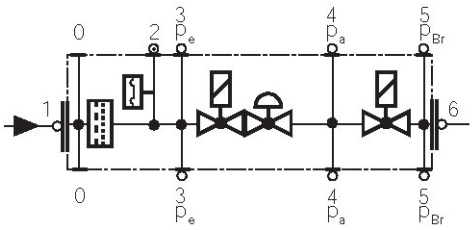

Fig. 43
- Cambiar el filtro cuando Δp entre las tomas de presión 1 y 3 sea > 10 mbar (Fig. 43).
- Cambiar el filtro cuando Δp entre las tomas de presión 1 y 3 (Fig. 43) sea dos veces mayor que el valor registrado durante el último control.